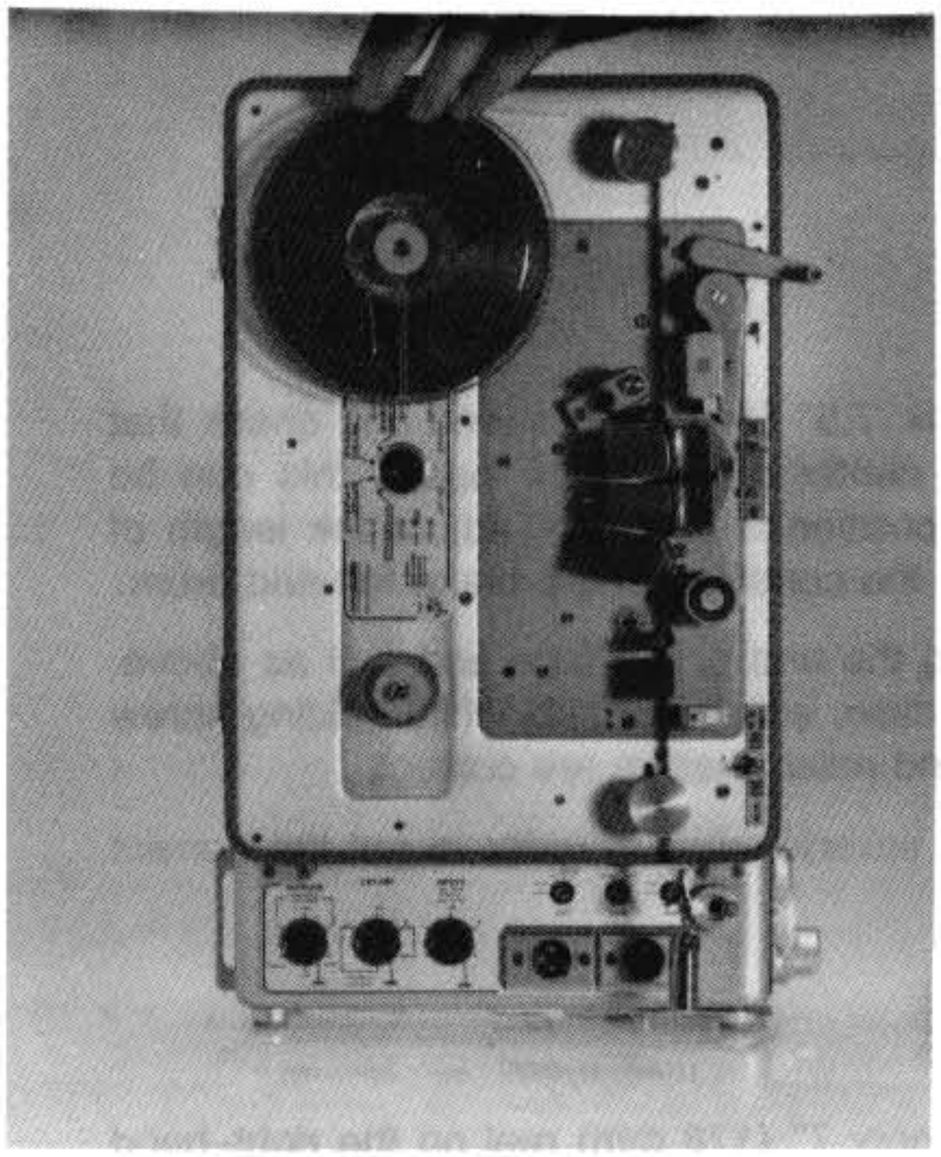

Fig.1
Disconnect tension rod (17) from lever (14) and immediately remove the 2 mm ball (32). Fit a full 5" (127 mm) reel of tape to the take–up reel holder and pass the tape round the tension roller with the deck in a vertical position. Attach a weight to the end of the tape while holding the reel still (see figure 1 below).